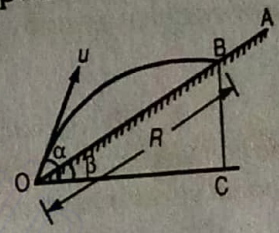

Fig. 1.31
4. The time of flight of a projectile when it is projected from O on an upward inclined plane as shown in Fig. 1.31, is given by
5. The range of projectile when it is projected from O to B on an upward inclined plane, as shown in Fig. 1.31, is given by